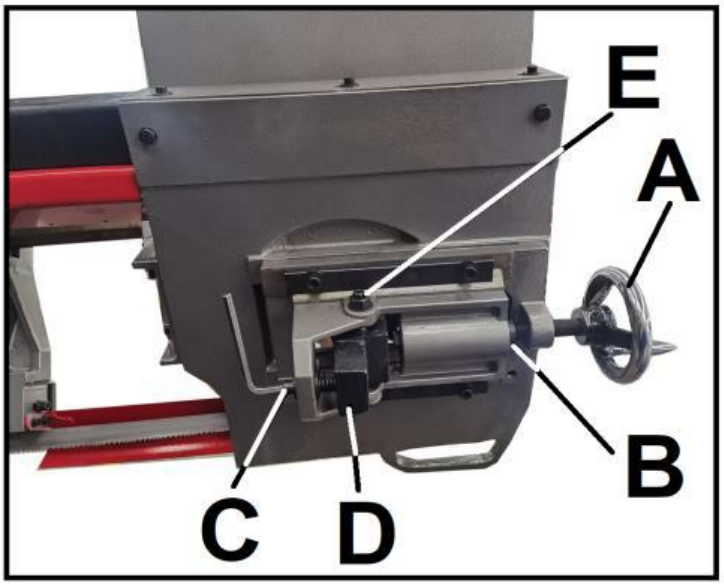

Рис.12.
Если требуется отрегулировать положение полотна, вращайте маховик (A), показанный на Рис.12, по часовой стрелке до момента, когда часть (B) начнет проскальзывать — это означает, что достигнуто необходимое натяжение полотна.
Обратите внимание: нажимать на маховик не нужно, достаточно просто вращать его. Если задняя кромка пильного полотна расположена неправильно относительно реборды колеса, ослабьте винт (E), показанный на Рис.12, и отрегулируйте положение полотна с помощью винта (C) (см. Рис.12). После того как полотно займет правильное положение, затяните винт (E).